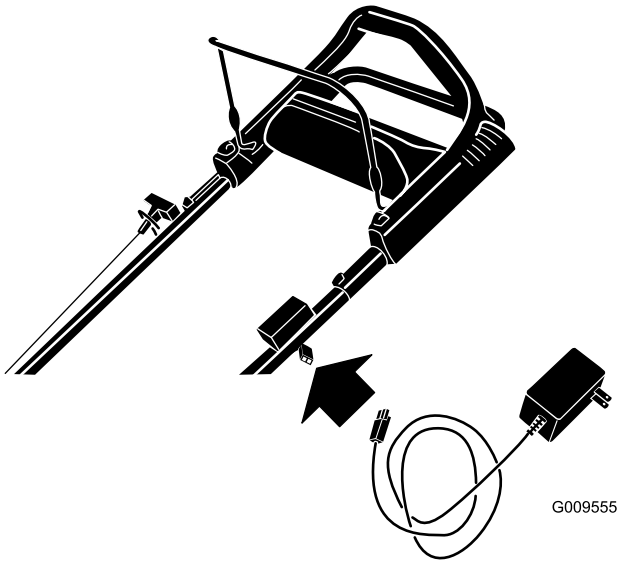

Figur 24
1. Anslut laddaren till ledningsnätet, som finns nedanför tändningsnyckeln (Figur 24).